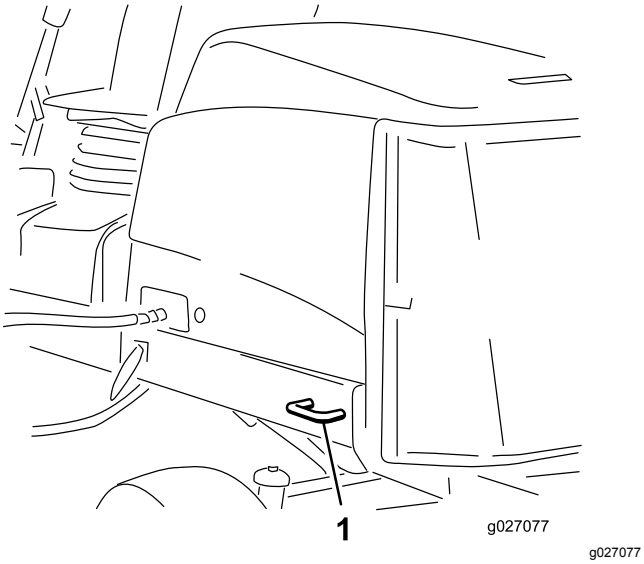

**Figur 42**
- Bak – på hver side av maskinen på den bakre rammen (Figur 42)